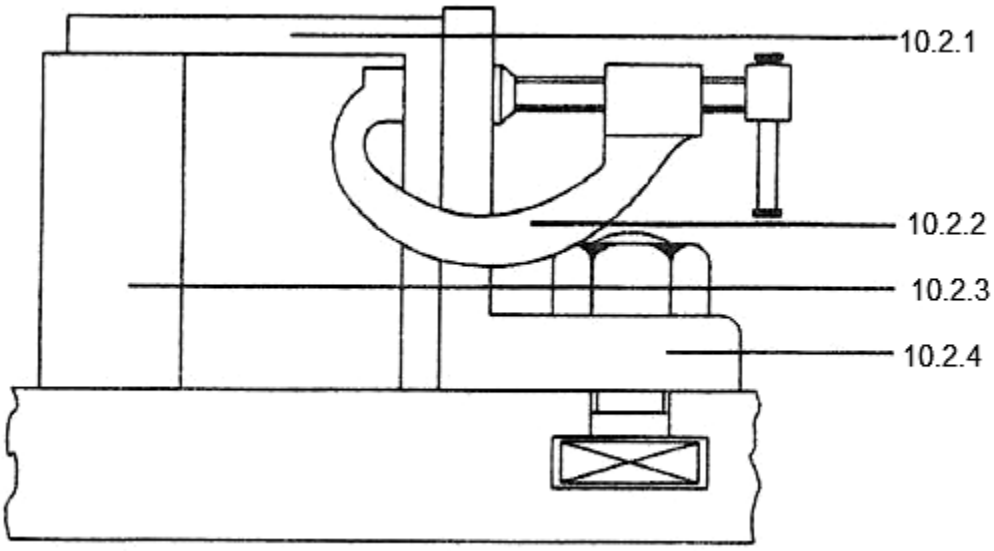

FIGUUR 3
10.2 FIGUUR 3 toon hoekplaatklampwerk.